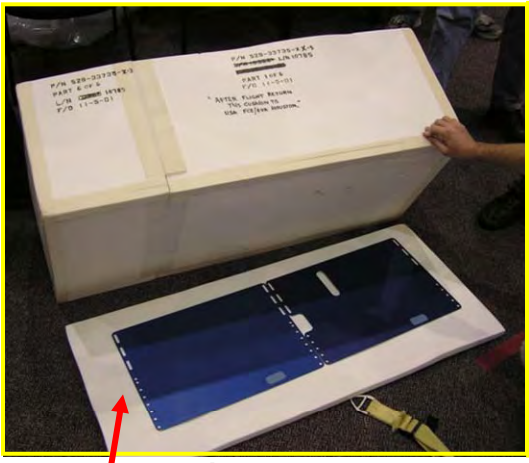

Figure 1
Step 3: Tape the blue A6 panels from window shade bag to the IELK foam lid per Figure 1.